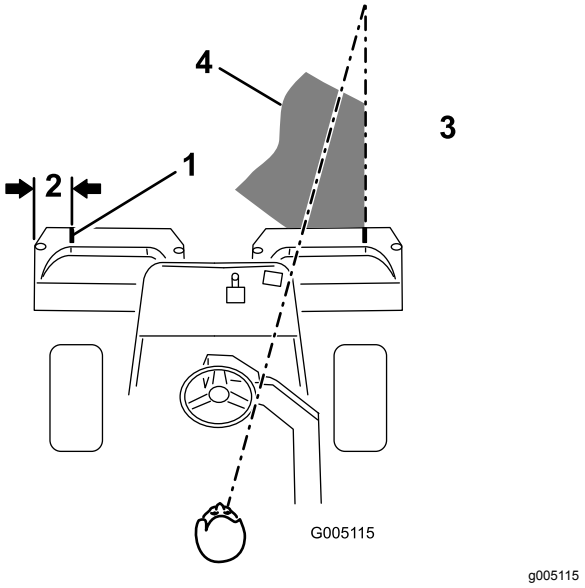
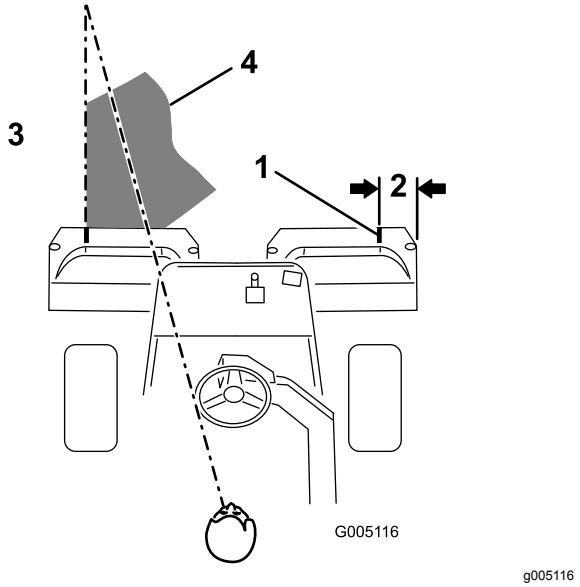

**Figur 29**
**Figur 30**
2. Placera en bit vit tejp eller måla en linje på varje korg parallellt med korgens ytterkant (Figur 29).
3. Överlappa den tidigare klippremsan så lite som möjligt under nästkommande vända. Etablera en tänkt siktlinje ca 1,8 till 3 m framför maskinen så att du klipper i en rak linje över greenen och håller maskinen på ett jämnt avstånd till förra klippvändans kant (Figur 29 och Figur 30). En del tycker att det är användbart att inkludera rattens ytterlinje som del i siktlinjen, dvs. att hålla rattkanten i linje med en punkt som alltid är på samma avstånd från maskinens framkant (Figur 29 och Figur 30).